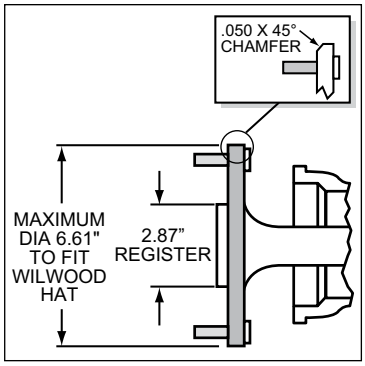

Figure 3. Axle Flange Maximum Dimension
- Axle center register diameter is 2.87”, Figure 3. This kit uses Wilwood’s removable center register adapters. Rotors can either be centered on the axle register, i.e. *register-centric* or centered on the wheel studs, i.e. *stud-centric.* Due to variations in wheel stud final diameters, *register-centric* centering can be a more accurate method of centering the rotor to the axle. Wilwood offers various diameter adapters for purchase in addition to the ones supplied in this kit, see Table 1.
- Maximum axle flange diameter must be no larger than 6.61” w/.050” x 45° chamfer, Figure 3.